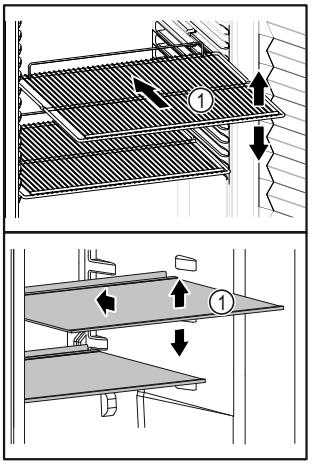

Fig. 40 Representación a modo de ejemplo
- ❑ Si los estantes *Fig. 40 (1)* se pueden mover, ajustarlos según la altura.